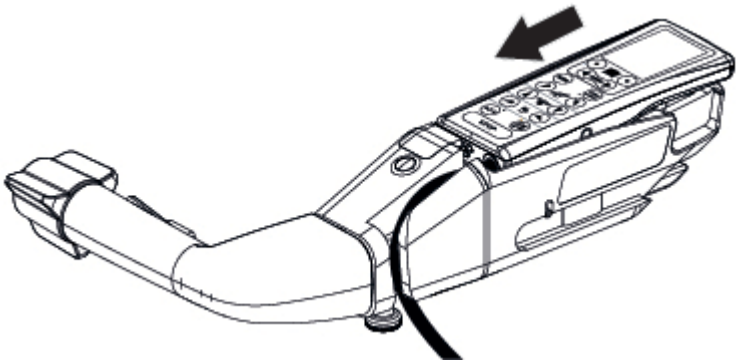

Figure 7-12. Installer la commande manuelle principale
2. Glisser la commande manuelle dans la poignée de transfert motorisée. Voir *Figure 7-12*.